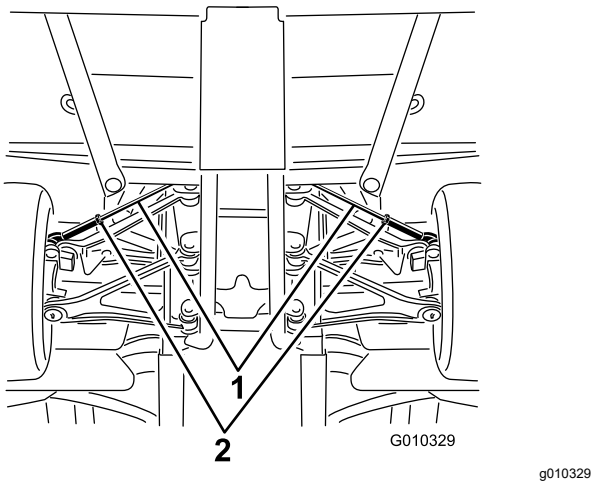

Figuur 49
A. Draai de contramoer in het midden van de trekstang los (Figuur 49).